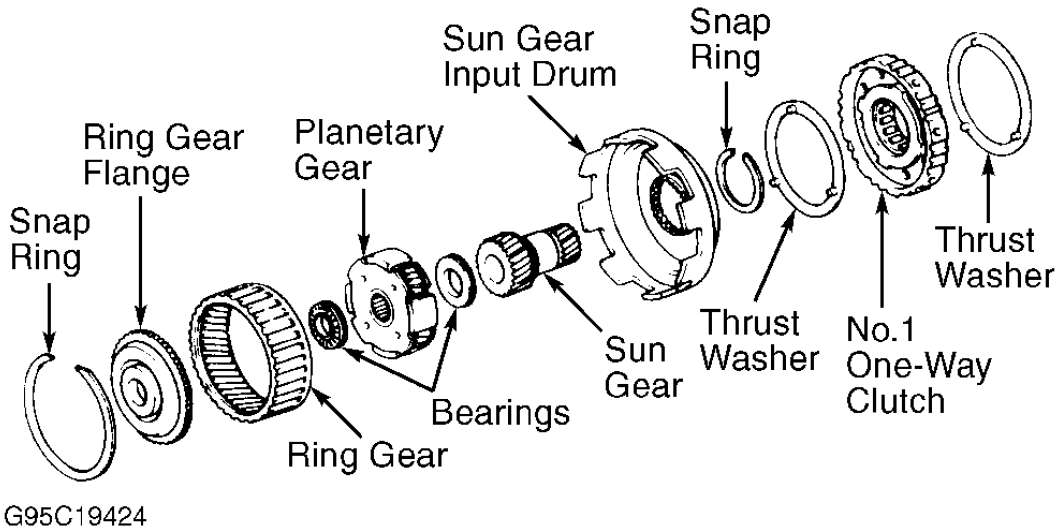

Fig. 25: Exploded View Of Front Planetary Gear
2. While turning hub clockwise, remove No. 1 one-way clutch from sun gear. Remove thrust washer from sun gear input drum. Remove snap ring. Remove sun gear from drum. See **Fig. 25** .
Position flange into ring gear. Using a screwdriver, install snap ring. See **Fig. 25** . Install shaft snap ring on sun gear. Install sun gear input drum on sun gear. Install shaft snap ring. Install thrust washer on sun gear input drum. While turning hub clockwise, slide one-way clutch on sun gear. Recheck operation of one-way clutch.